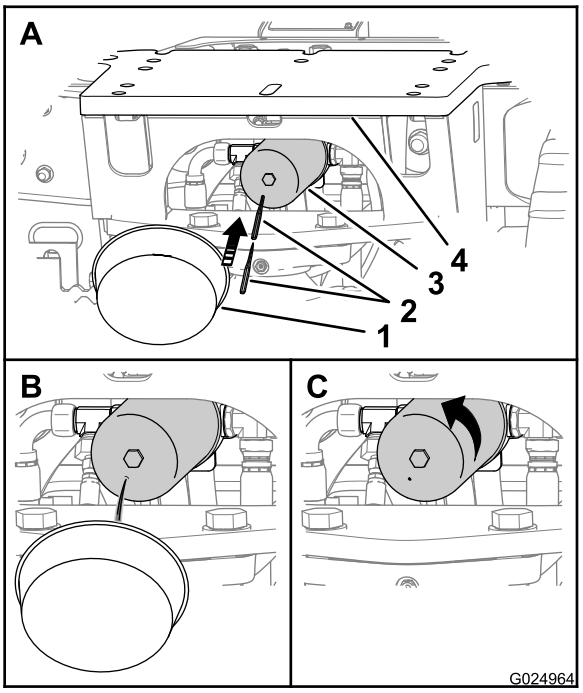

Bild 111
Hinweis: Der Hydraulikrücklauffilter ist von der Unterseite der Heckanbaugerätplatte der Maschine zugänglich (Bild 111).
1. Stellen Sie einen Behälter unter den Hydraulikrücklauffilter (Bild 111).
2. Stechen Sie in die Unterseite des Hydraulikrücklauffilters und lassen Sie restliches Hydrauliköl in den Behälter ablaufen (Bild 111).
3. Drehen Sie den Hydraulikrücklauffilter nach links und nehmen ihn ab (Bild 111).